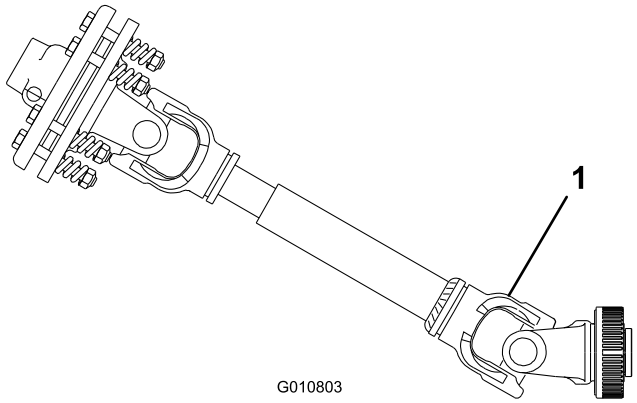

**Rysunek 11**
**Ważne: Podczas podłączania WOM pilnuj, aby nie unieść aeratora wyżej niż jest to niezbędne. Zbyt wysokie uniesienie maszyny spowoduje pęknięcie jarzem przegubu aeratora (Rysunek 11). Nigdy nie pozostawiaj włączonego napędu WOM, gdy aerator jest uniesiony. WOM może obracać się przy wychyleniu nawet o 25º, jednak kąt wychylenia nie może przekraczać 35º przy uniesieniu w najwyższej pozycji, gdyż może dojść do poważnego uszkodzenia wałka sprzęgającego.**